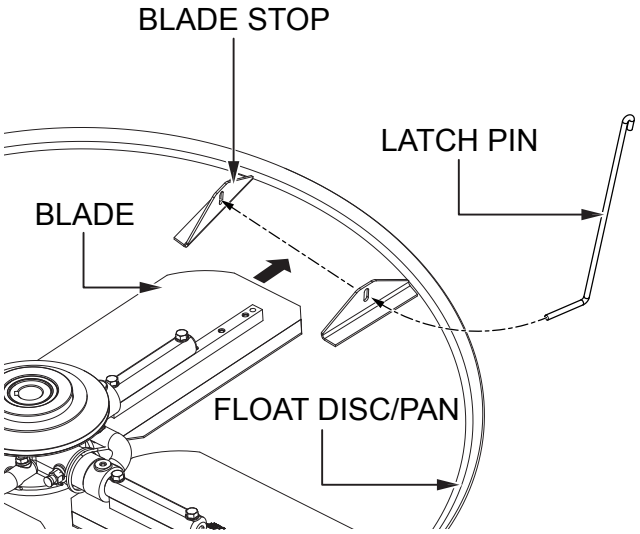

Figure 27. Float Pan Installation (Latch Pins)
1. Lift the trowel just enough to slide the float pan under the blades. Lower the trowel onto the pan with the blades between the blade stops (Figure 27).
3. Route the latch pins through the blade stop holes as shown in Figure 27.